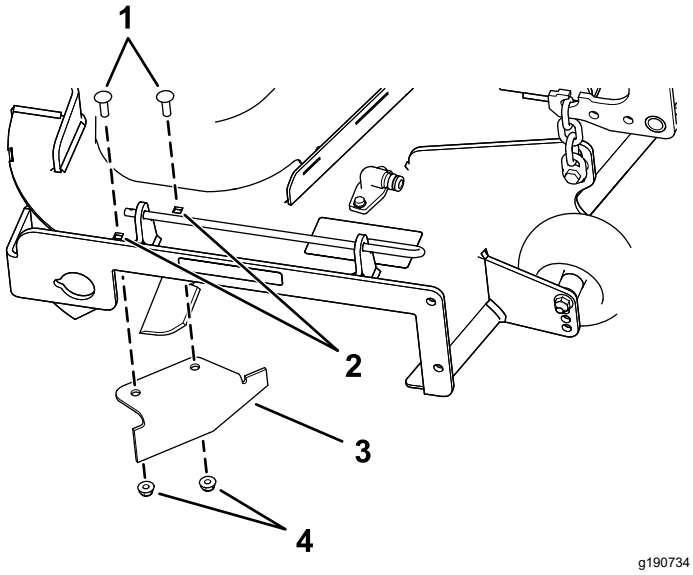

Figur 16
9. Leta reda på kantskärmen i påsen med lösa delar och ta bort fästelementen från avlastningsplattans bakre hål (Figur 16).